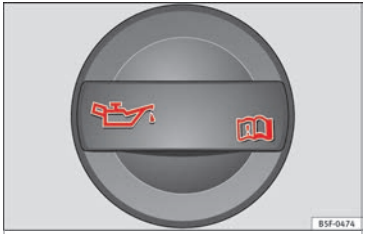

Fig. 51 In the engine compartment: Engine oil filler cap.
- Unscrew cap from engine oil filler opening ››› Fig. 51.
- When the oil level reaches at least zone (B), unscrew the engine oil filler cap carefully.